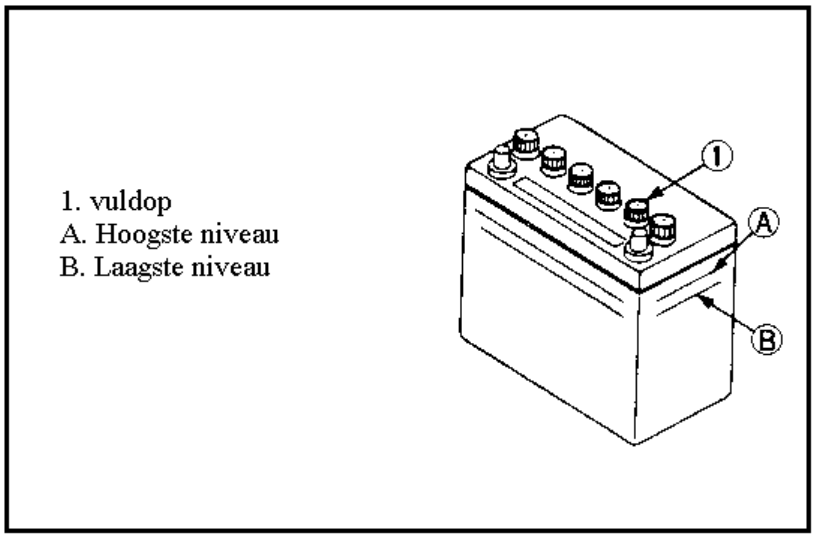

Figuur 10: De accu
4. Draai de vulopening open en controleer het vloeistofniveau en vul deze, indien nodig, bij. (zie ook figuur 10 en 11)